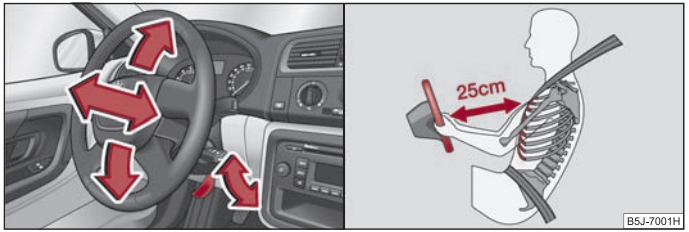

Fig. 3 Volante regulable: Palanca en la columna de la dirección / la distancia correcata del conductor desde el volante.
– Gire la palanca situada debajo del volante hacia abajo ⇒ fig. 3 - lado izquierdo.
- **Ajuste el volante de tal modo, que la distancia entre el volante y el esternón sea, como mínimo, de 25 cm ⇒ fig. 3 - lado derecho. Si no respeta la distancia mínima, el sistema de airbag no podrá protegerle - ¡Peligro de muerte!**